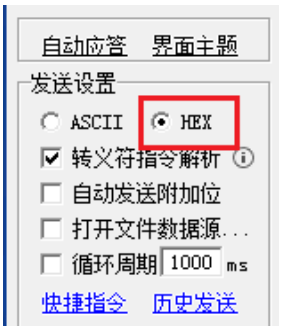

图 1-34 设置发送格式为 hex 码格式
7. 发送设置中数据类型设置为 hex 格式，如下图 1-34 所示。